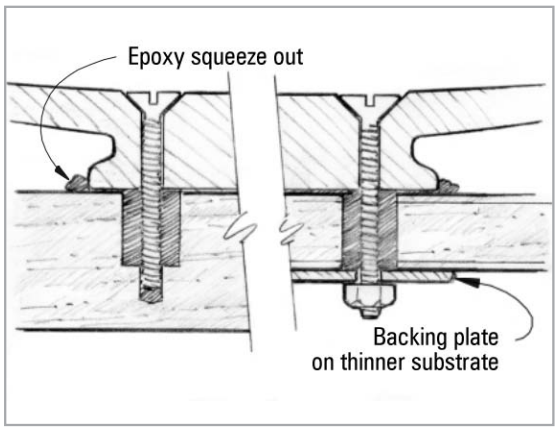

Figure 6-2 *Tighten the fasteners until a small amount of epoxy squeezes from the joint.*
7. Place the hardware in position. Insert and tighten fasteners until a small amount of the mixture squeezes out of the joint *(Figure 6-2)*. Do not over tighten.